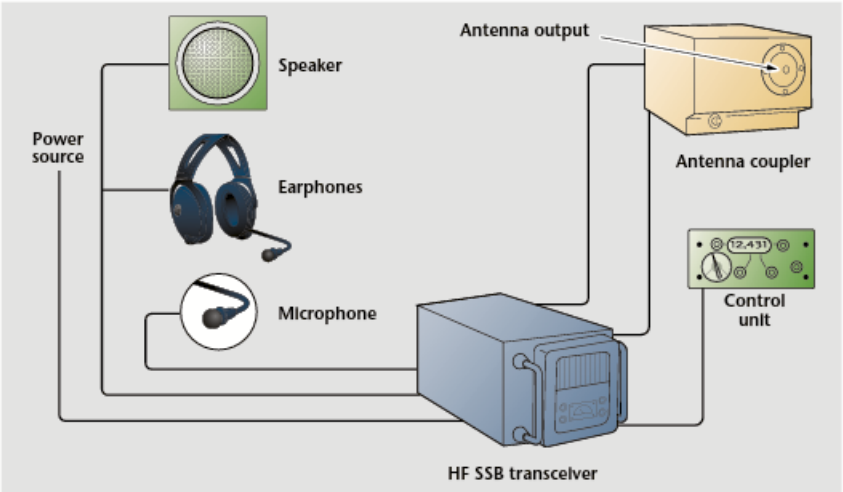

Figure 6-2-2. A HF system basically adds an antenna tuner (or tuner circuit) and a different antenna.
High Frequency (HF) system. An HF communication system (Figure 6-2-2) is used for long-range communication. HF systems operate essentially the same as a VHF system, but they operate in the frequency range from 3 MHz to 30 MHz. Communications over long distances are possible with HF radio because of the longer transmission range. HF transmitters have higher power outputs than VHF transmitters.